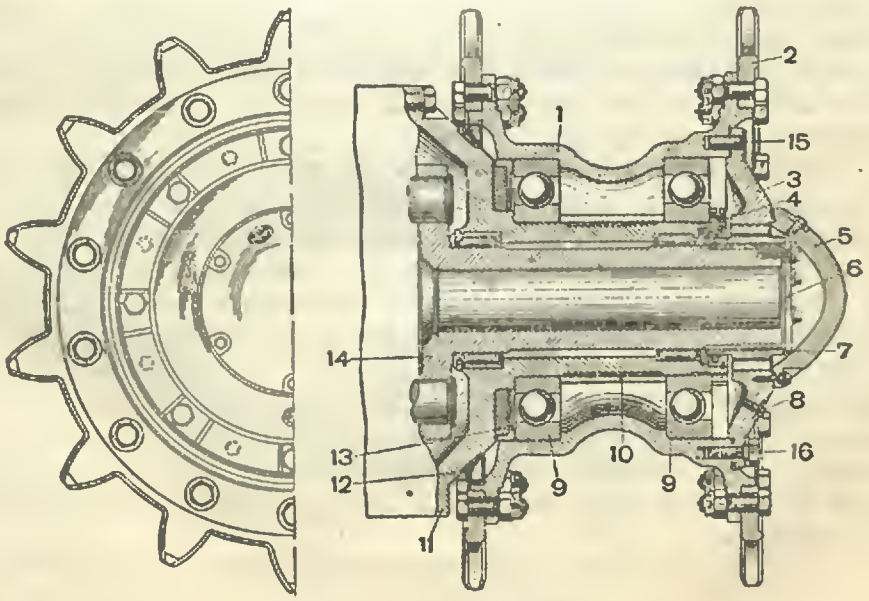

Рис. 193. Ведущее колесо (разрез):
Ведущие колёса расположены по бортам в задней части танка. К корпусу ведущего колеса *1* (рис. 193 и 194) крепятся два зубчатых венца *2*. В корпус ведущего колеса запрессованы два шарикоподшипника *9*. Между подшипниками ставится распорная
2. Отвернуть болты и снять муфту *3* (рис. 193).
1. Перед сборкой сальник *13* (рис. 193) пропитать нагретой смесью из 80% солидола и 20% графита.